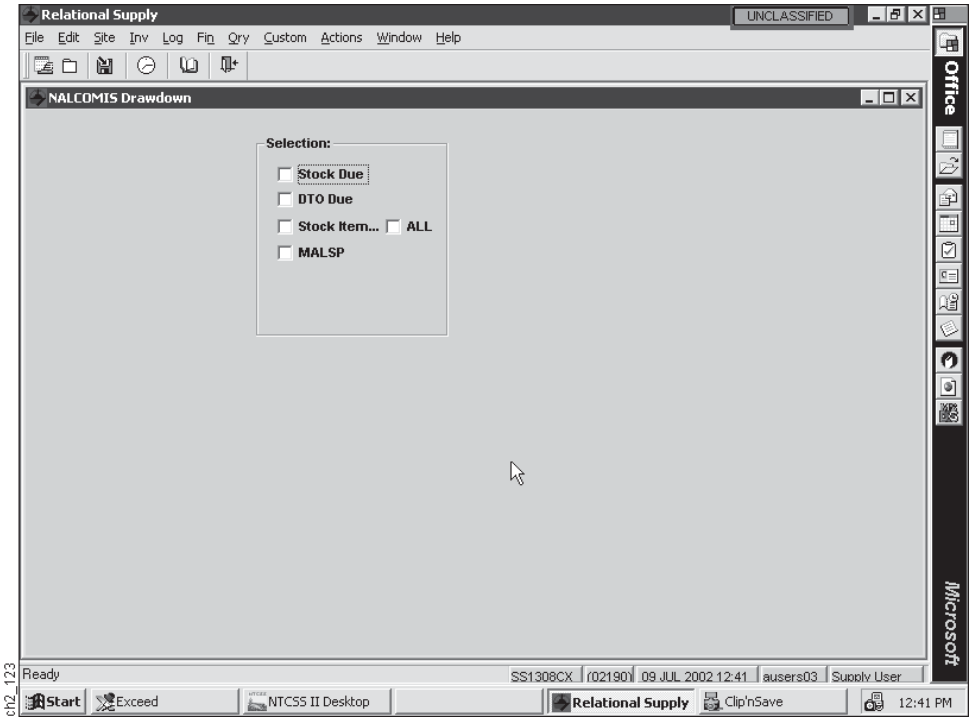

Figure 2-135
e. **Step 5**. On the NALCOMIS Drawdown Screen above (Figure 2-135), select one of the following options: